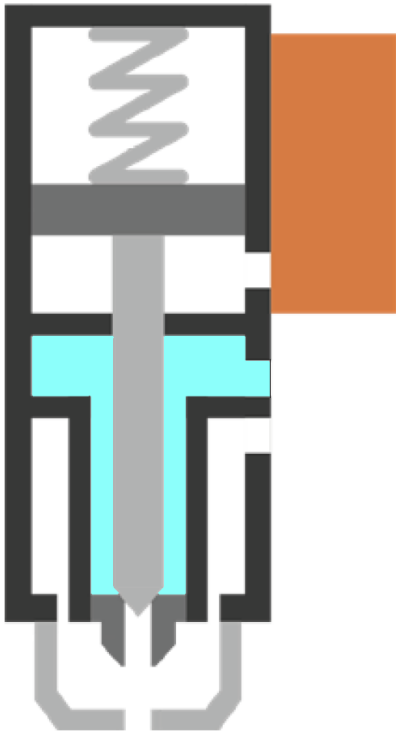

Abbildung 04 -- Ruhephase
- Die Flüssigkeit ist in ihrer speziellen Kammer bereit zum Austritt (Abbildung 04);
- Kurz danach wird der Befehl am Zerstäubungseingang entfernt, sodass die Zerstäubung aufhört (Abbildung 04).